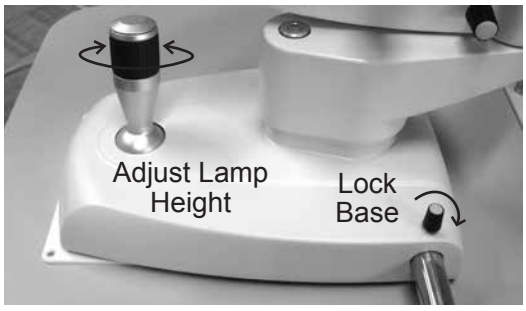

Figure IU-03 Adjust Height
Note: The height of the Slit Lamp may need to be adjusted. Rotate the Joystick to adjust the height of the Microscope until the proper height is reached. Refer to Figure IU-03.
4. When the Slit Lamp is in position, lock the Base to prevent movement. Refer to Figure IU-03.